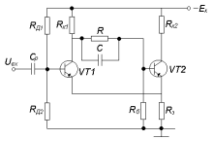

Рис. 1.23
23. Показать путь протекания тока в схеме триггера Шмитта (рис.1.23) .при подаче на вход сигнала отрицательной полярности. Начертить временную диаграмму $U_{к2}(t)$.